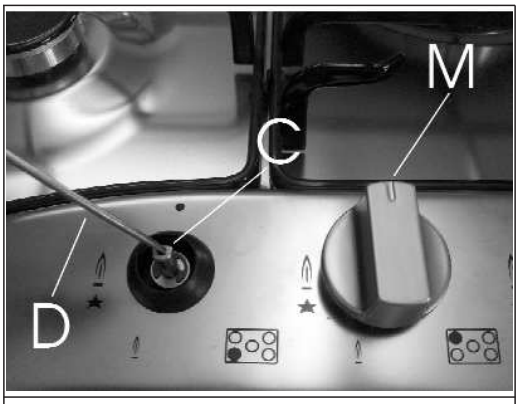

FIG. 13
- Ta bort vredet “M” (fig. 13) från gasventilen genom att trycka på gasventilens sticka.
- Stick in en liten skruvmejsel “D” i hålet “C” (fig. 13) och vrid justerskruven åt höger eller vänster för att reglera brännarens låga till ett lämpligt minimiläge.